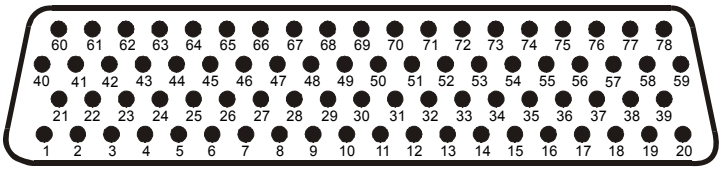

Figure 4-1. Rear Connector J741
All electrical connections to the GDC 74(X) are made through one 78-pin D-subminiature connector (see Figure 4-1). Tables in Section 4 define the electrical characteristics of all input and output signals. Required connector and associated hardware are supplied in the GDC 74(X) connector kit (P/N 011-01010-0X). See also interconnect wiring diagram Figure E-1.